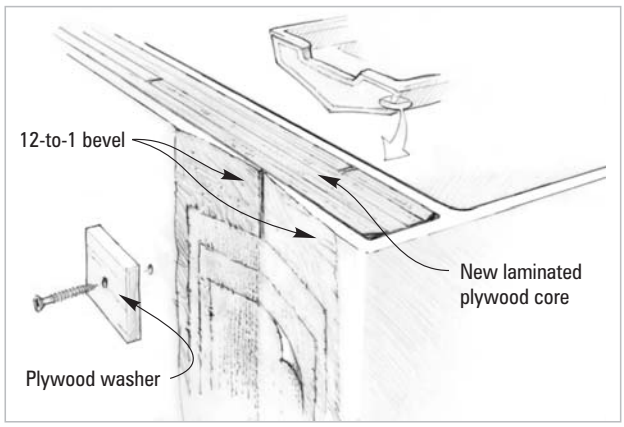

Figure 5-10 *Grind a minimum 12-to-1 bevel on both sides of the joint. Laminate a repair patch over the joint to restore skin continuity.*
Make a template of the transom and use it to layout the plywood layers. Because the opening in the transom skin is smaller than the full sized plywood core, you will need to replace each layer of the core in pieces *(Figure 5-10)*. Cut each layer into pieces small enough to fit through the opening in the transom skin. Stagger the joints in each layer, by at least eight times the plywood thickness, from joints in the adjoining layers. For example, a 3" stagger will be required between joints when using ⅜" plywood. Ideally these joints are staggered widely. They can also be made on a diagonal to stagger them even more.
4. Place the first piece of plywood in position against the coated skin *(Figure 5-10)*. Clamp the piece in place with drywall screws (and oversized washers) through the inner skin to draw the pieces of core tight to the inner skin. Coat the screws with a mold release for easy removal. A small amount of epoxy should squeeze from the joint around the core. (Fill the screw holes with epoxy after the lay-up has cured.)